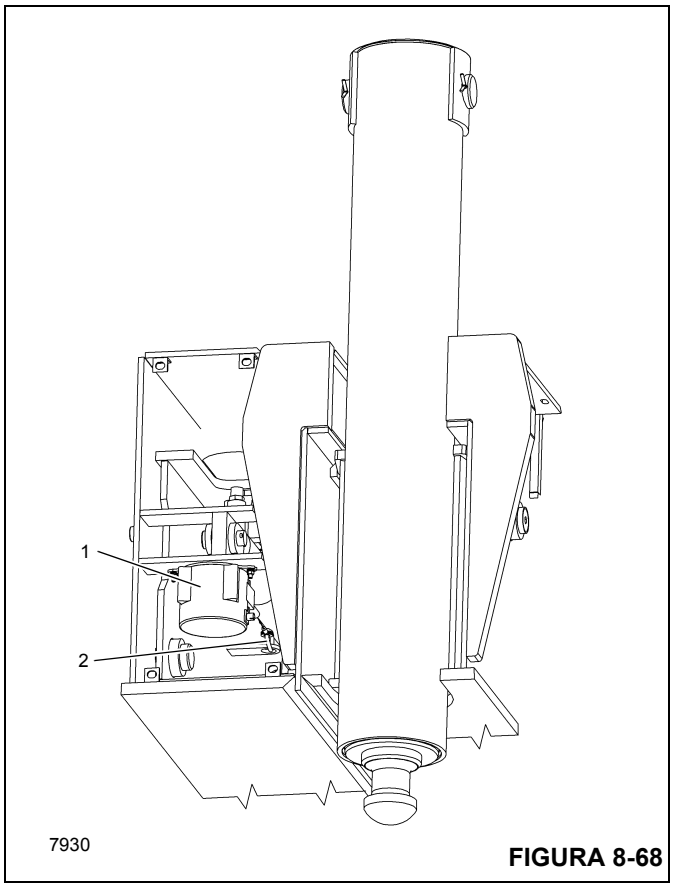

FIGURA 8-68
3. Retire el conector de potenciómetro en serie del OMS (1, Figura 8-68) (2) del punto de conexión en la viga del estabilizador.
2. Instale el potenciómetro del OMS lo suficiente para engancharlo en el agujero alargado con la tornillería de montaje (Figura 8-68).